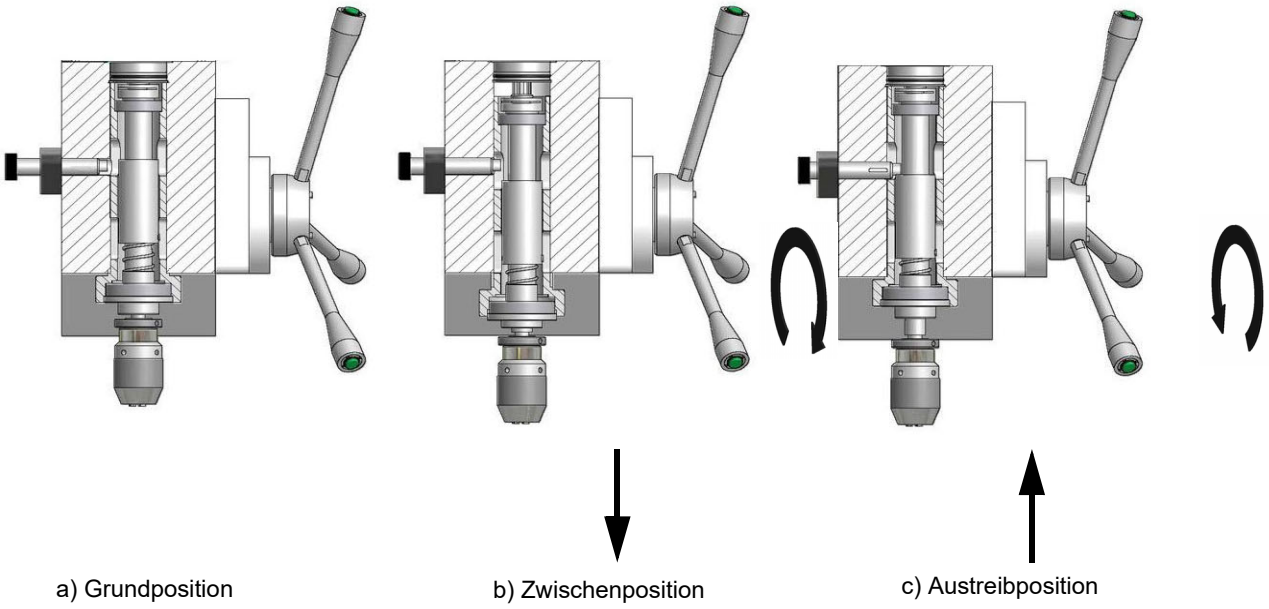

Abb.4-10: Funktionsdarstellung des Austreibers (Darstellung im Schnitt)
➜ Bewegen Sie die Pinole soweit nach unten, bis sich der Sperrbolzen ① einschieben lässt (☞ Abb.4-10: (b) Zwischenposition).
➜ Bewegen Sie den Sperrbolzen ① soweit, bis der Sperrbolzen vollständig einrastet (☞ Abb.4-10: (c) Austreibposition).